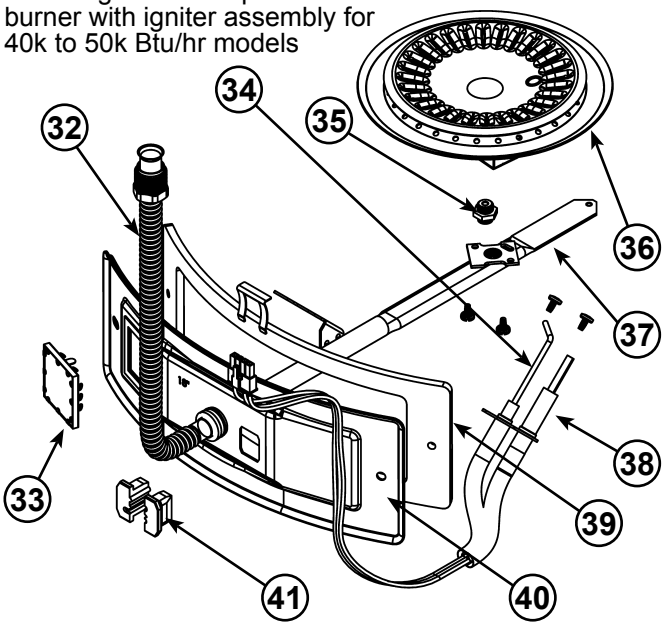
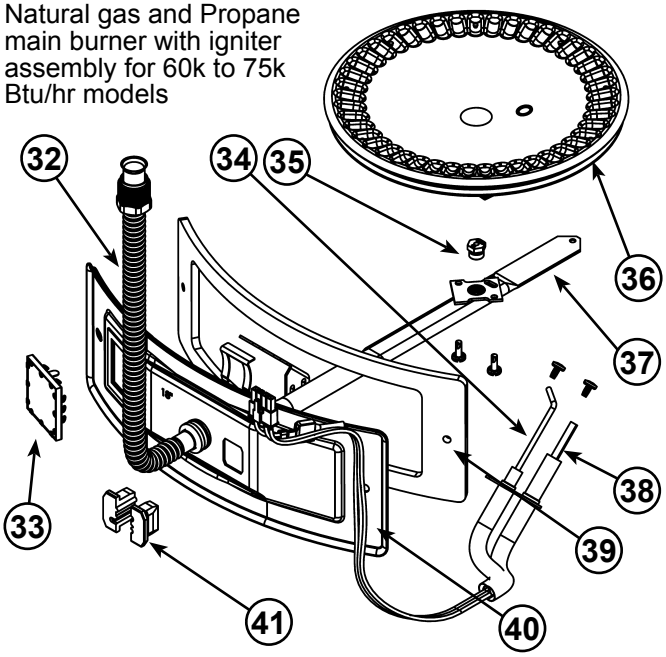

Figure 3.
Figure 4.
14. Manifold Door Assembly (behind outer door) (see Figure 3 & Figure 4)
32. Flexible Manifold Tube (see Figure 3 & Figure 4)
33. Viewport (see Figure 3 & Figure 4)
34. Flame Sensor Rod (see Figure 3 & Figure 4)
35. Gas Orifice (see Figure 3 & Figure 4)
36. Sheet Metal Burner (see Figure 3 & Figure 4)
37. Gas Manifold (see Figure 3 & Figure 4)
38. Hot-Surface Igniter (see Figure 3 & Figure 4)
39. Manifold Door Gasket (see Figure 3 & Figure 4)
40. Manifold Door (see Figure 3 & Figure 4)
41. Two Piece Grommet With Clip (see Figure 3 & Figure 4)